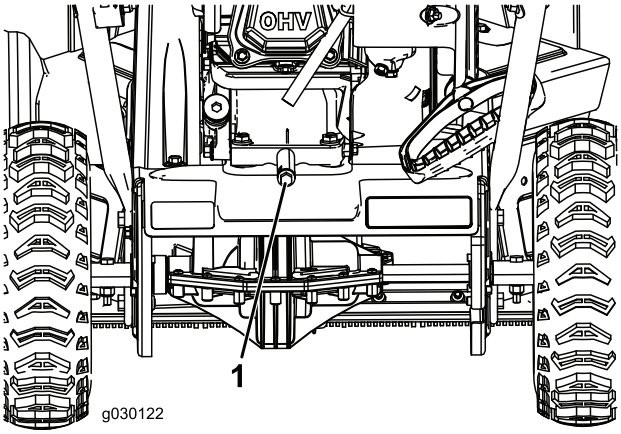

Rysunek 20
2. Umieść pojemnik na zużyty olej pod korkiem spustowym; wyjmij korek spustowy oleju i przechyl maszynę do tyłu, aby spuścić zużyty olej do pojemnika (Rysunek 20).